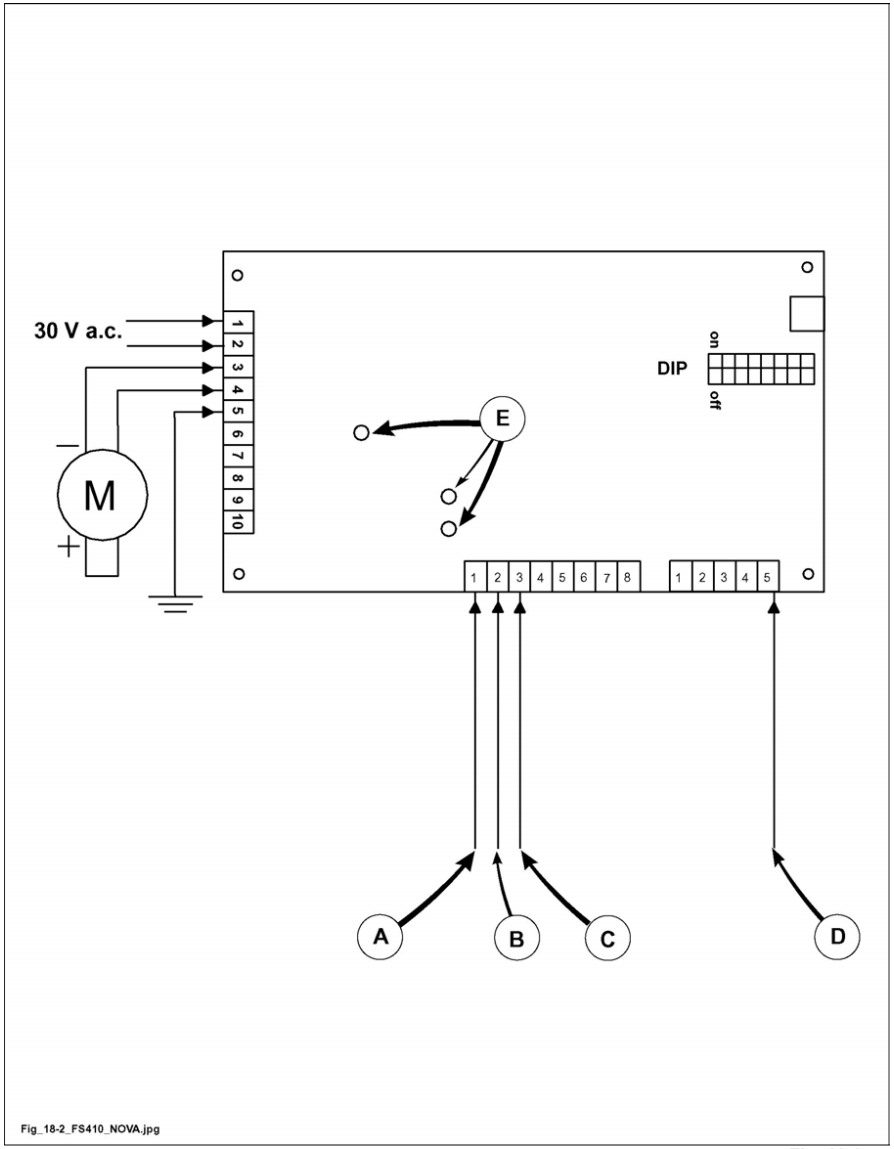

Fig. 18.2
Make sure that the following voltage values are present on the card (fig. 18.2):
1) 30 V a.c between terminals 1 and 2 of the terminal board with 10 terminals (fig. 18.2);
2) if the fuse is OK, these are the conditions to have 24 V d.c at output between terminals 3 and 4 of the same terminal board, by sending 110 V voltage (high potential) to channel A (fig. 18.2) or to channel B (fig. 18.2) of the terminal board with 8 terminals.
3 leds are present on the card (E fig. 18.2) :